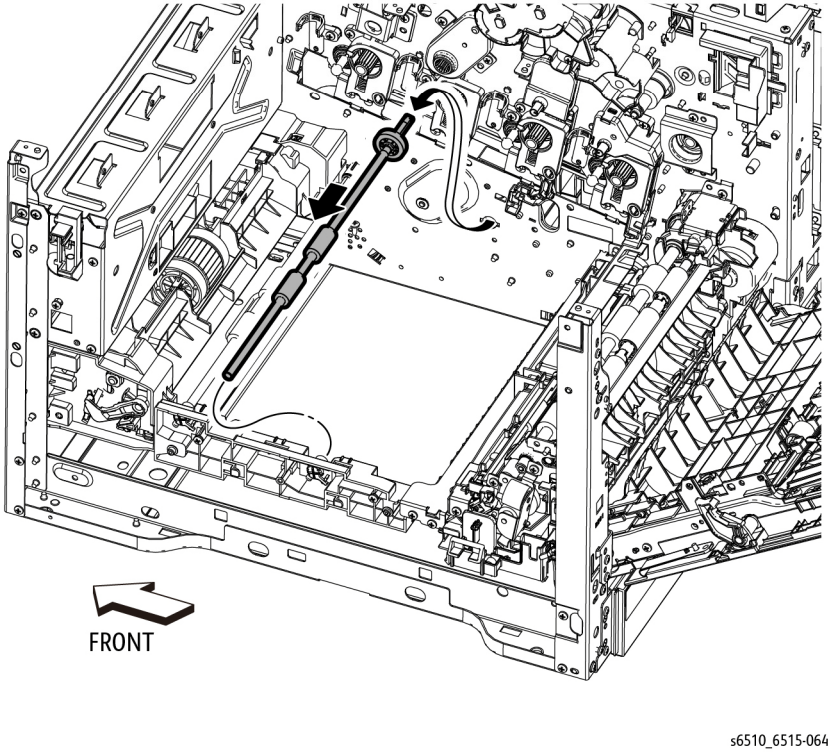

Figure 6 Remove the Bypass Tray TA2 Roller Assembly
17. Refer to Figure 6 to slide the Bypass Tray TA2 Roller Assembly, then remove the TA2 Roller in the direction of the arrows.